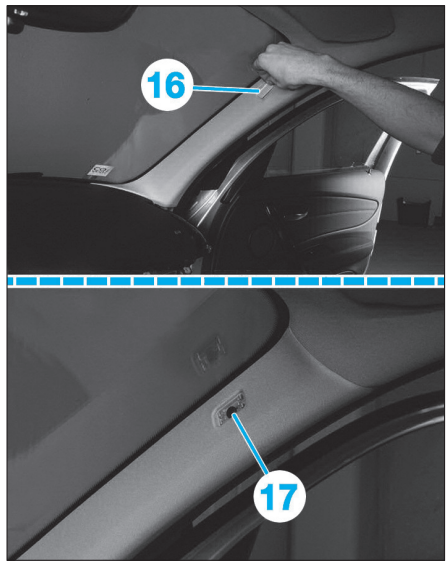
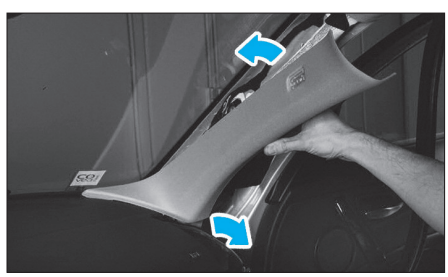

Fig. 52
Fig. 53
• Sur les garnitures de montant et de chaque côté, ôter les capuchons (16) **(Fig.52)**.
• Déposer les vis (17).
• Dégrafer avec précaution les garnitures de montant **(Fig.53)**.